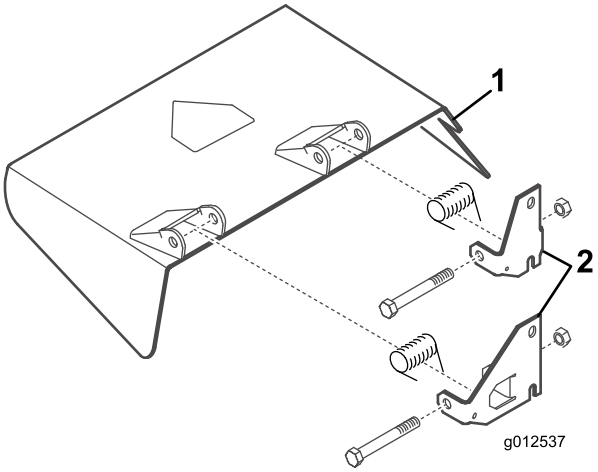

Figura 8
4. Usando os parafusos, porcas de bloqueio e molas previamente retirados, instale os novos suportes de articulação no defletor (Figura 8). Não aperte em demasia as porcas porque os apoios devem